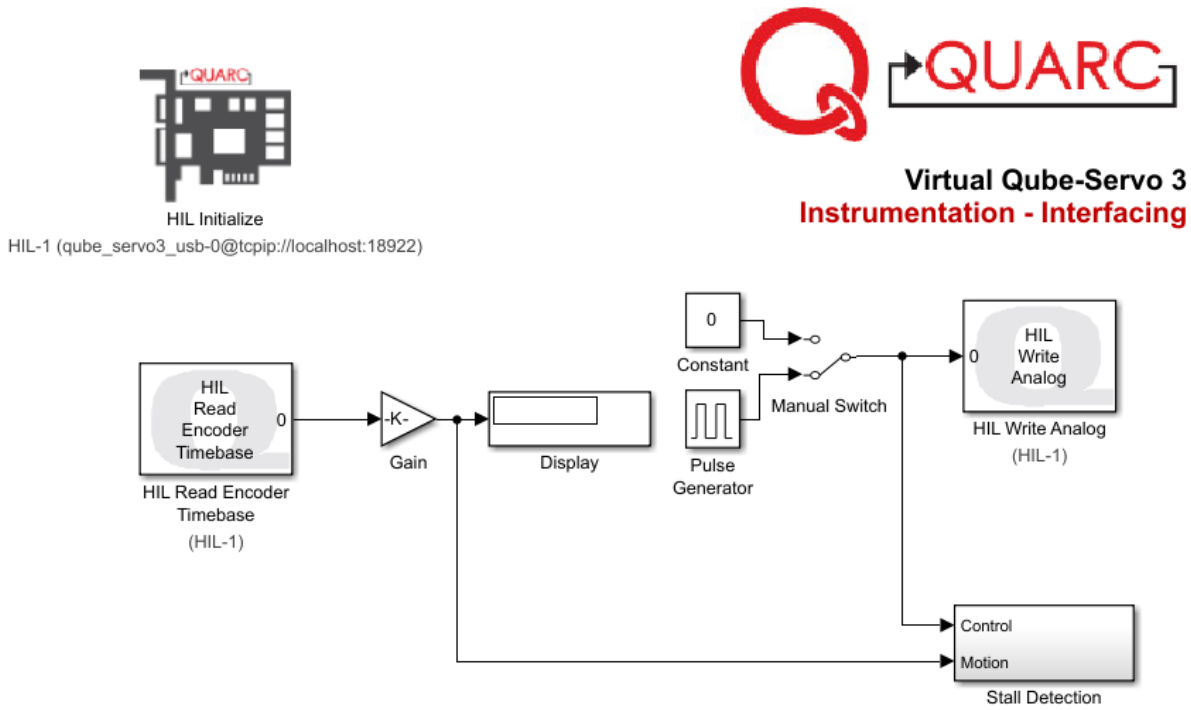
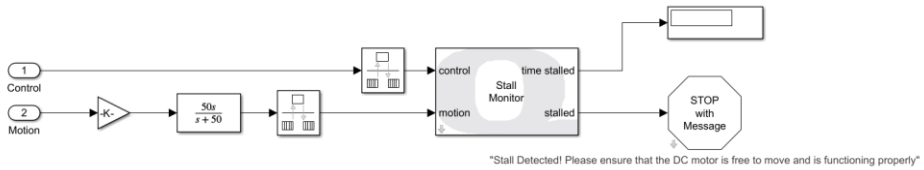

Figure 1. Simulink model used with QUARC to drive motor and read angle on Qube-Servo 3
Figure 4. Stall Detection subsystem
In this lab, we will make a Simulink model using QUARC blocks to drive the DC motor and then measure its corresponding angle – as shown in Figure 1.
14. Connect the `HIL Read Encoder Timebase` block as shown in figure 1, the `HIL Write Analog` should be missing.
17. Connect the `Constant` and `HIL Write Analog` blocks together, as shown in Figure 1. **Note:** There is a `Stall Detection` subsystem in Figure 1 and Figure 4. This block will monitor the applied voltage and speed of the DC motor to ensure that it does not stall. If the motor is motionless for more than 20 seconds with an applied voltage of over ±5 V, the simulation is halted to prevent the Qube-Servo 3 from overheating and subsequent potential damage to the motor.